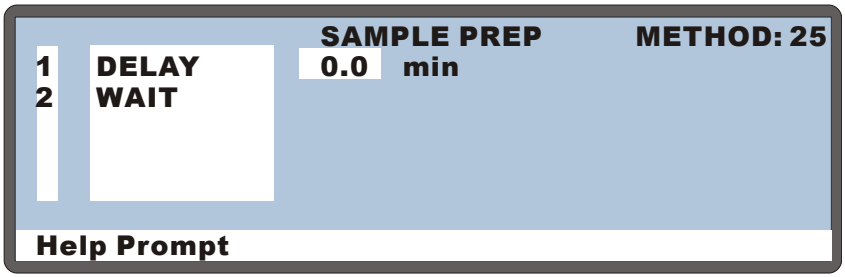

Figure D-7. Example Sample Prep Screen
2. Press **Insert** to add a new step above the wait step. A **DELAY** step of 0 minutes is added by default (see Figure D-7).